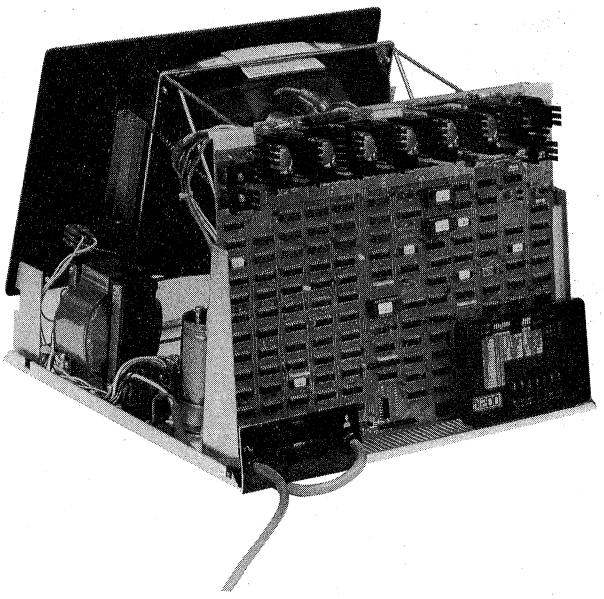

Figure 15 PCB Mounting
4.1.2 Removal of the Control Logic PCB (Figure 15)